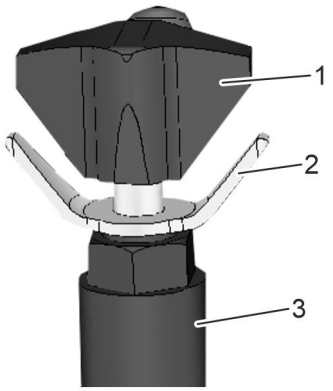

Fig. 17: Válvula reguladora de presión
2. Suelte el elemento de bloqueo (Fig. 17/2). Para ello, gírelo en sentido contrario a las agujas del reloj.
3. Gire el selector giratorio (Fig. 17/1) en sentido contrario a las agujas del reloj. Ábralo totalmente.
Ajuste la presión durante la carrera de avance. Para ello, mantenga el botón blanco pulsado y gire lentamente el selector giratorio (Fig. 17/1) en el sentido de las agujas del reloj. Preste atención a la presión indicada.